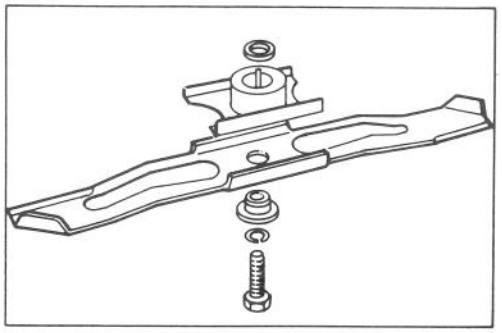

Figure 13
4. REMOVING BLADE — Grasp end of blade, not the plastic fan that can break, using a rag or thickly padded glove. Remove blade bolt, lock washer, spacer and blade (Fig. 13).